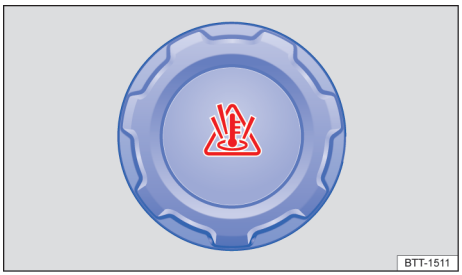

Fig. 180 No compartimento do motor: tampa do reservatório de expansão do líquido de arrefecimento do motor.
– O reservatório do líquido de arrefecimento do motor é reconhecido pelo símbolo na tampa → Fig. 180. ▶